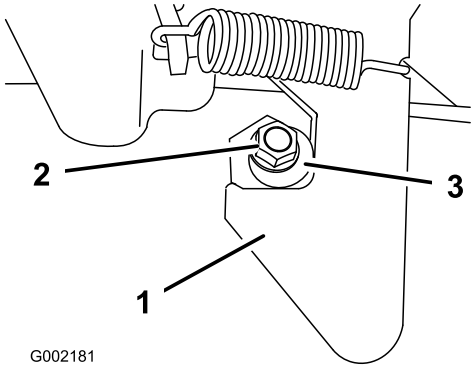

**Figure 25**
1. Loosen the nut on the end of the latch post (Figure 25).
2. Turn the latch post clockwise until it is snug against the latch and then tighten the nut (Figure 25).